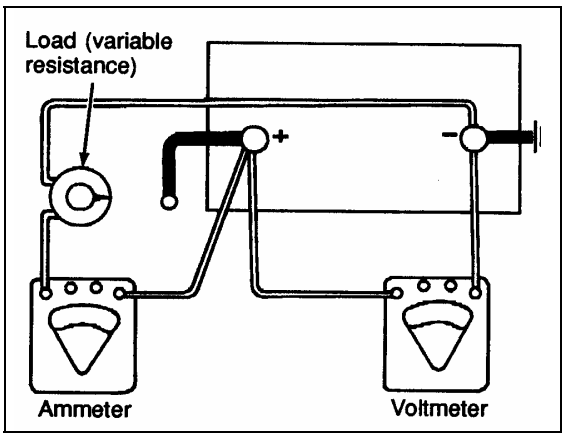

FIGURE 29: LOAD TEST 06064
1. Connect a voltmeter, ammeter, and a variable load resistance as illustrated in figure 29.